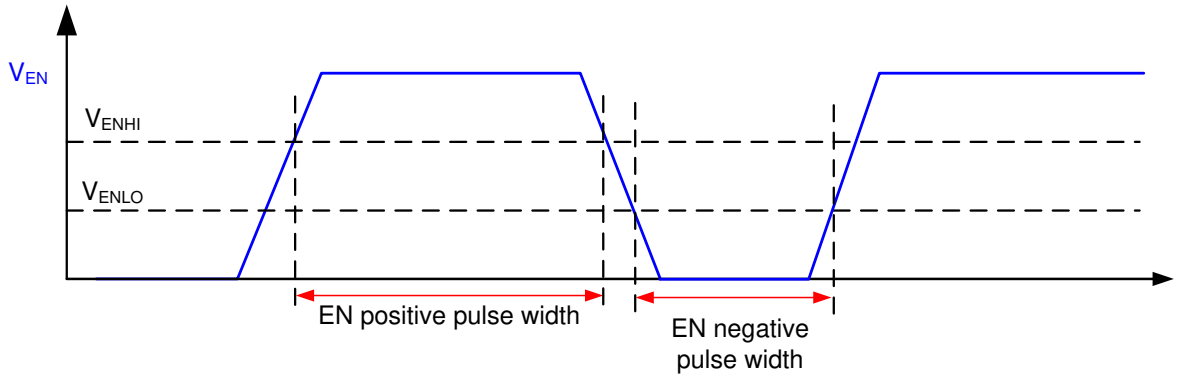

Figure 15B: Enable timing waveform
This pin is used to activate the IC “sleep” mode by pulling the voltage level below 1.6V (typ). In sleep mode the IC will consume a minimum amount of current. All switching functions will be disabled and the gate will be inactive. The EN pin voltage cannot linger between the Enable low and Enable high thresholds. The pin is intended to operate as a switch with the pin voltage either above or below the threshold range. The Enable control pin (EN) is not intended to operate at high frequency. For proper operation, EN positive pulse width needs to be longer than 20µs, EN negative pulse width needs to be longer than 10µs. Please refer to Figure 15B for the definition of EN pulse width.